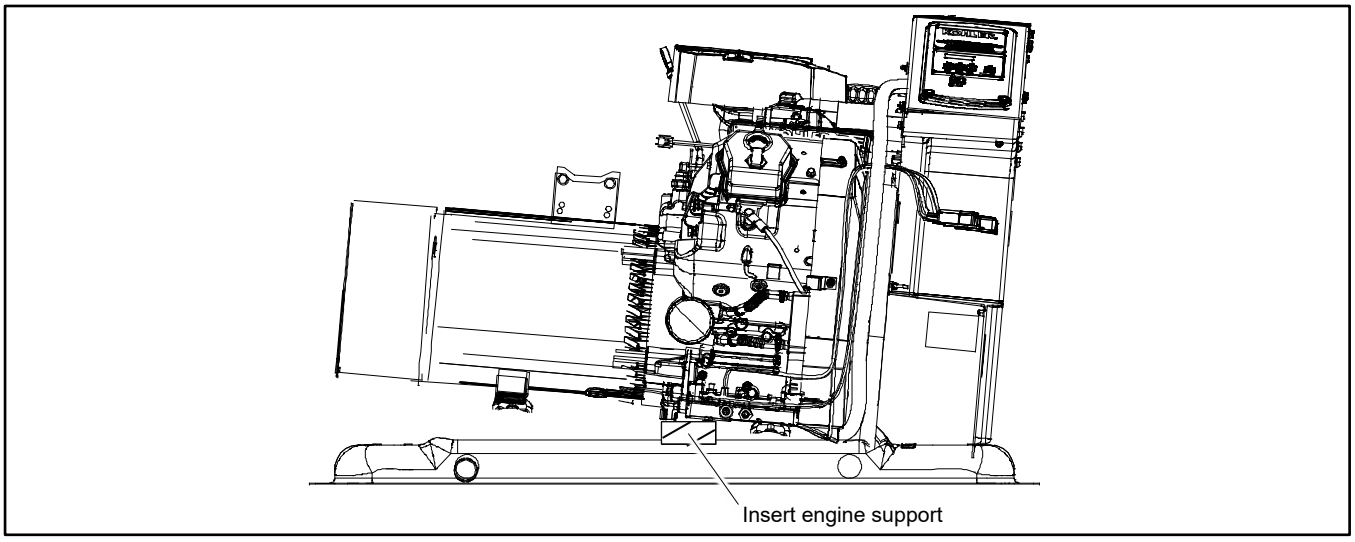

Figure 116 Insert Wood Support for Engine
23. Raise the alternator end of the generator set enough to place a wood support beneath the rear of the engine. The wood support must be long enough to span the opening in the base. See Figure 116.